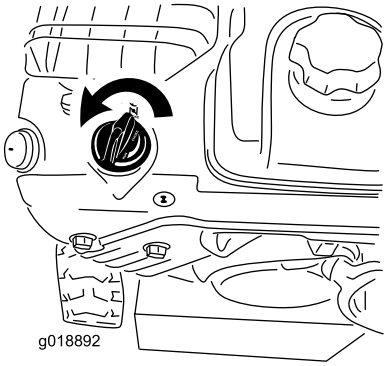

Figur 23
5. Drei choken til Choke-stilling (Figur 23).